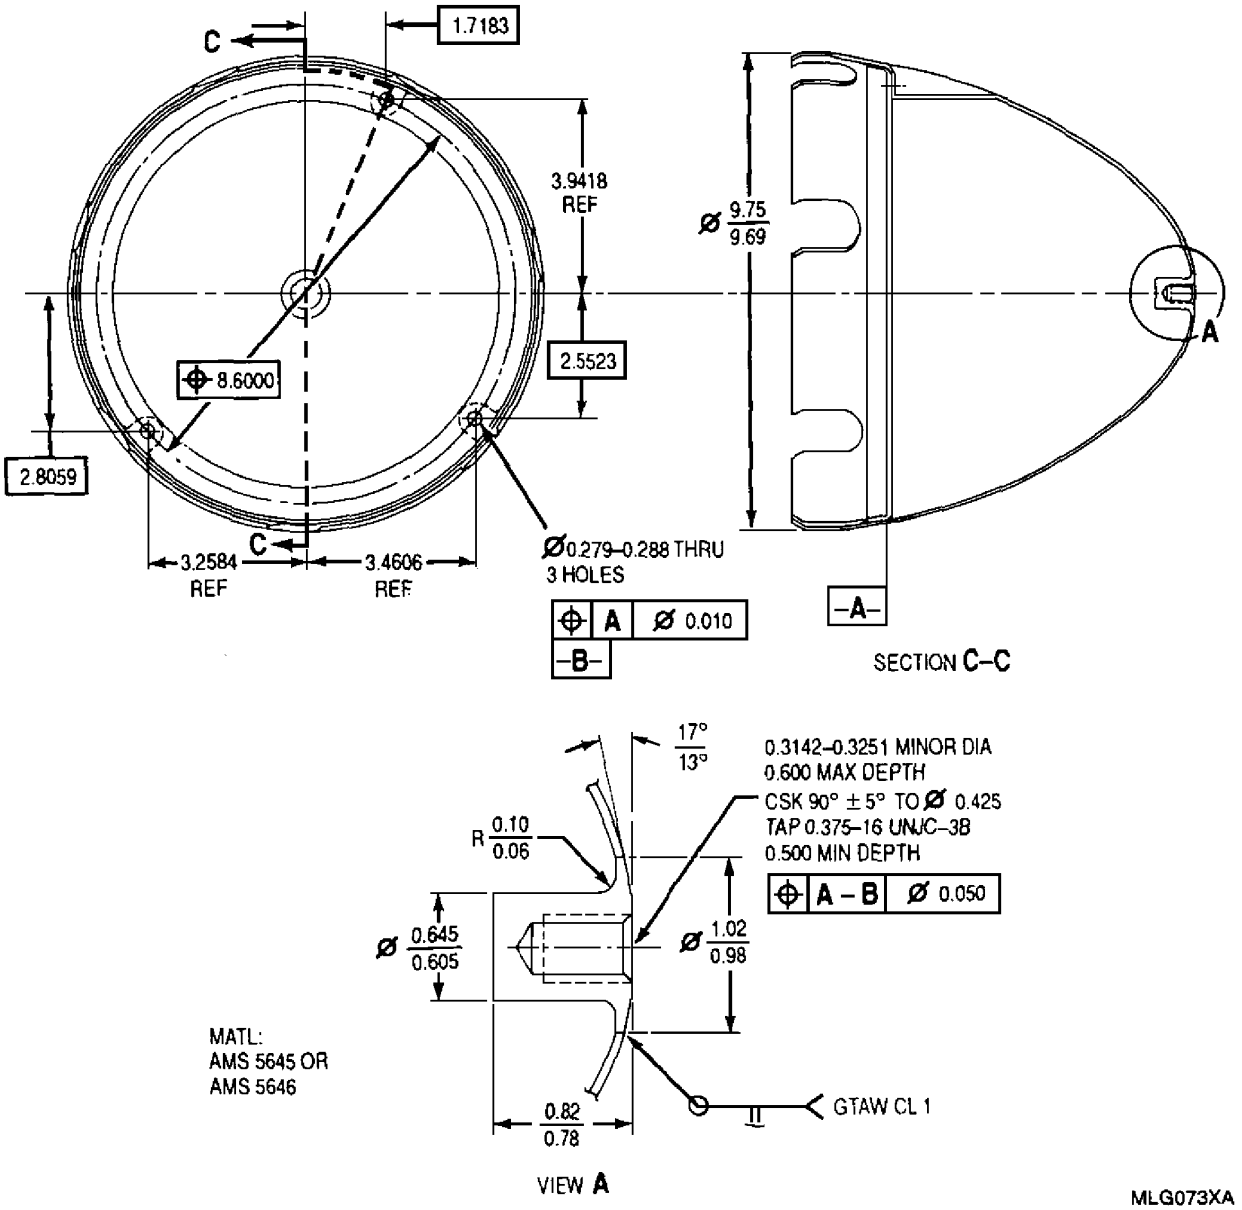

Figure 2. Inner Rear Exhaust Cone Assembly − Bolt Hole and Outside (Slotted) Diameter Repair
b. Weld buildup bolt pocket side and stiffener side of hole using GTAW method and AMS 5782 or AMS 5784 welding wire. Buildup shall be sufficient to obtain finish dimension. Refer to figure 2.
14. INNER REAR EXHAUST CONE ASSEMBLY − OUTSIDE (SLOTTED) DIAMETER WEAR REPAIR. (figure 2)
a. Remove damaged plug from cone assembly by machining. Hold diameter within limits of View A, figure 2.